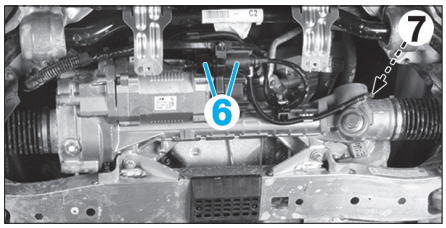

Fig. 22
- les connecteurs (6) et mettre à nu le faisceau de câbles jusqu'au longeron moteur **(Fig.22)**.
• Couper le serre-câbles (7) du câble de raccordement sur le berceau.